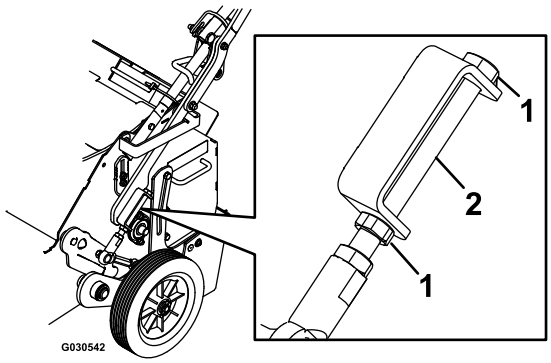

Figure 16
6. Desserrez les écrous de blocage sur le boulon de réglage (Figure 16).